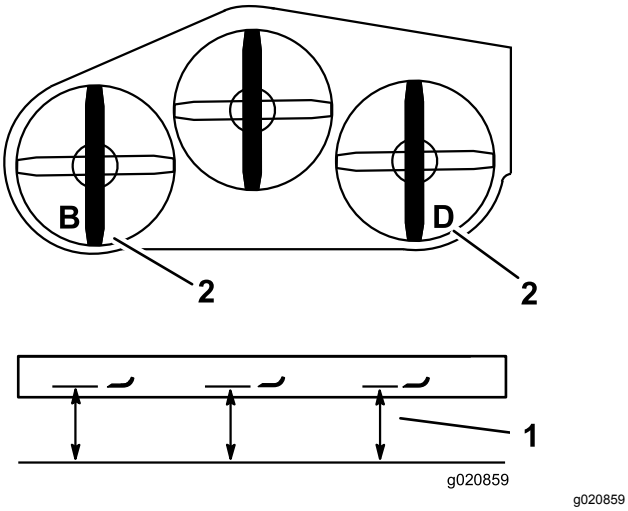

Figuur 85
2. Meet het linkermes bij punt **B**. Meet de afstand tussen een horizontaal oppervlak en de snijrand van het maaimes en noteer deze afstand (Figuur 85).
3. Meet het rechtermes bij punt **D**. Meet de afstand tussen een horizontaal oppervlak en de snijrand van het maaimes en noteer deze afstand (Figuur 85).
Opmerking: De afstand bij punt **B** mag niet meer dan 3 mm verschillen van die bij punt **D**. (Figuur 85). Indien dit niet het geval is, gaat u als volgt te werk.